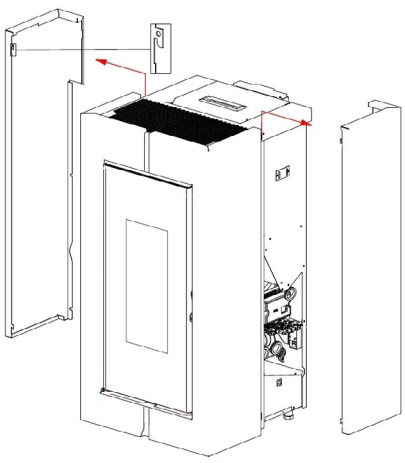

Fig. 37 - Aushaken der Seiten
- Die hinteren Seiten aushaken (siehe **Fig. 37 auf S. 21**).